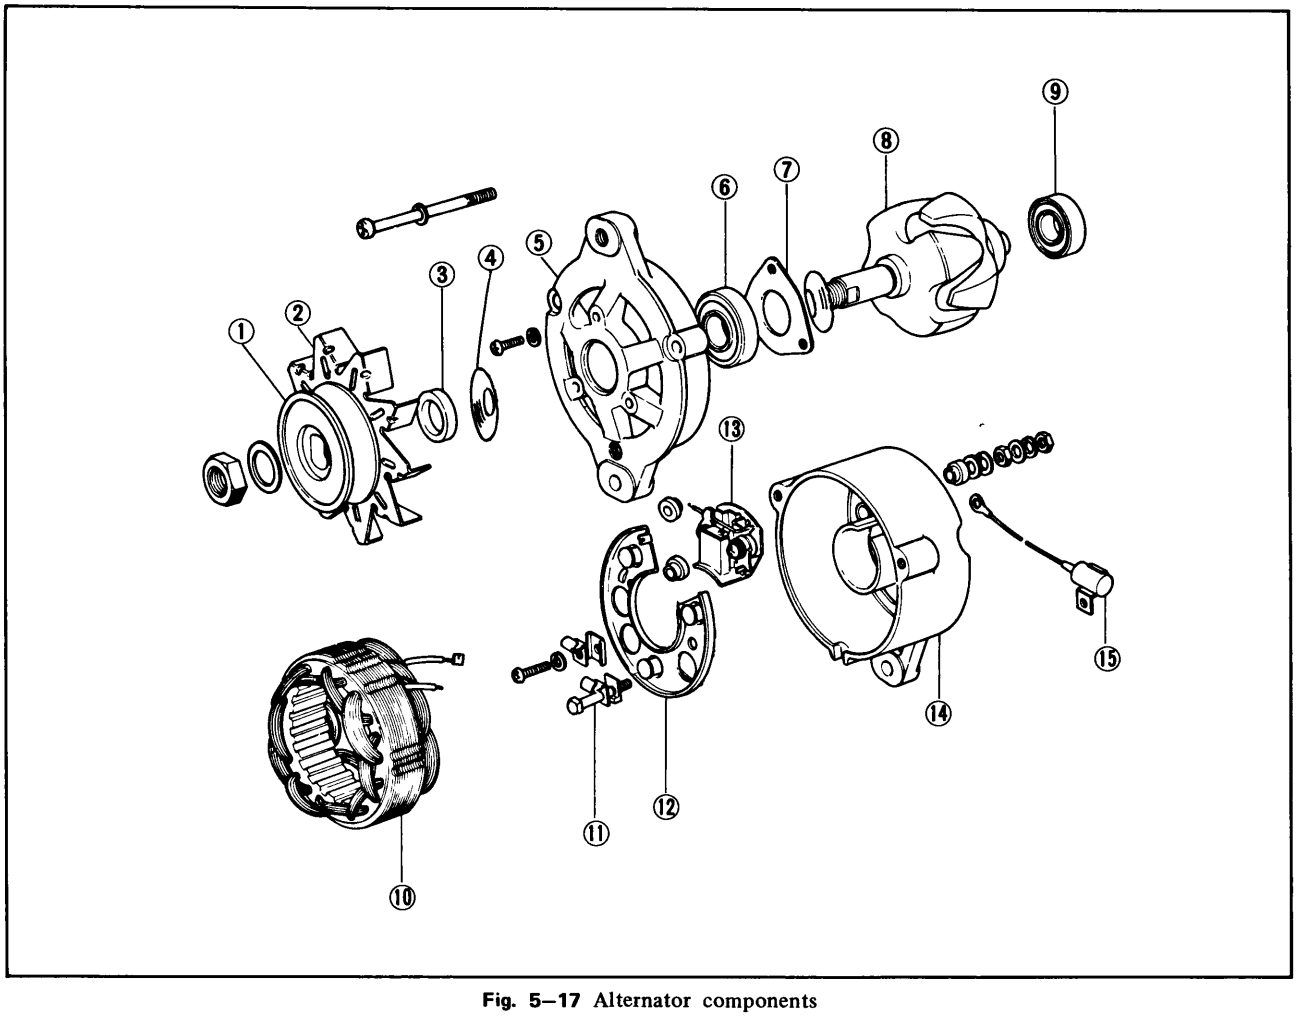

Fig. 5–17 Alternator components
4. Make the short circuit for a moment by connecting "B" terminal and "F" terminal of the alternator with the suitable wire as shown in Fig. 5–18.